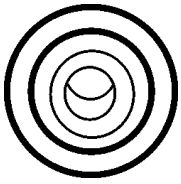

Figure 39. Pre-Heat Lamp
2. Depending on the temperature of the coolant (cold weather conditions), the pre-heat lamp (Figure 39) will light (**ON**) and remain on until the pre-heating cycle has been completed. After completion of the pre-heating cycle, the light will go **OFF** and the engine will start up automatically.